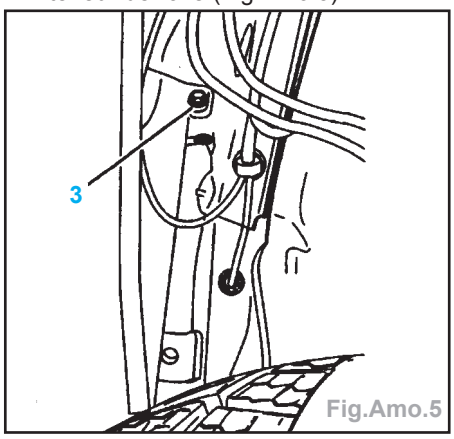

Fig.Amo.5
- Desserrer la fixation (3) en passant par l'intérieur de l'aile (Fig.Amo.5).